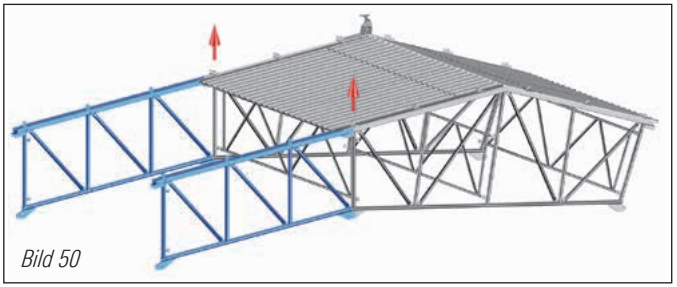

Bild 50
3. Einseitig die montierte Einheit anheben (Kran oder Stapler) und Anschließen von Dachträgern 2,0 oder 3,0 m entsprechend der geplanten Spannweite (Bild 50).